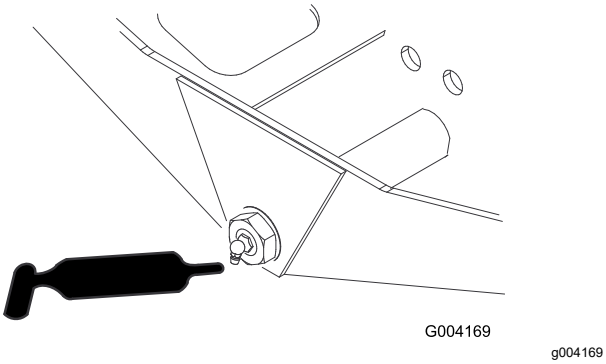

Figuur 105
- Draaipunt van asbesturing (1) (Figuur 105)